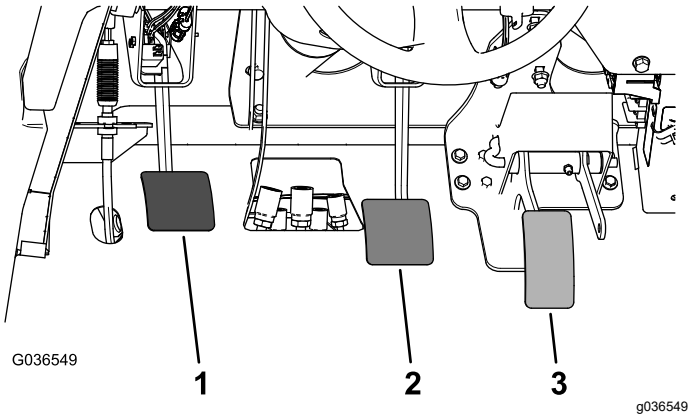

図 62
2. ブレーキペダル図 62を持ち上げてフレームに接触させる。
3. ヨークをマスターシリンダのシャフトに固定しているジャムナットをゆるめる図 62。